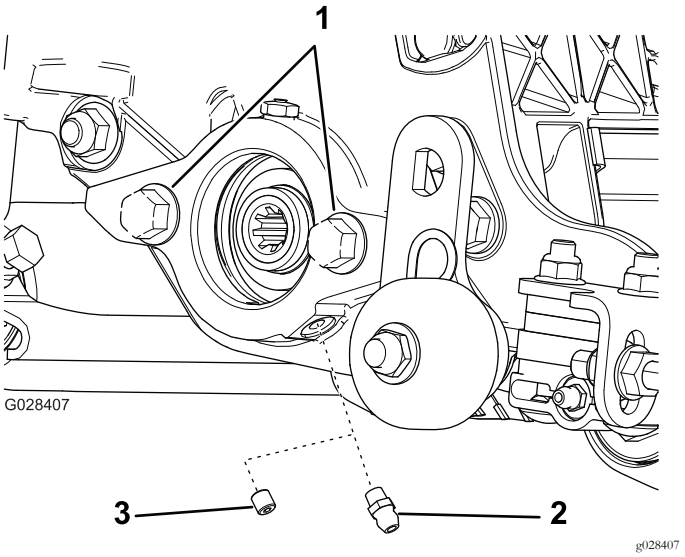

Figura 6
1. Togliete ed eliminate la vite di fermo sulla piastra laterale del motore dei cilindri (Figura 6).
2. Montate il raccordo d'ingrassaggio diritto (Figura 6).
4. Se non sono presenti bulloni sulla piastra laterale del motore dei cilindri, montateli (Figura 6).